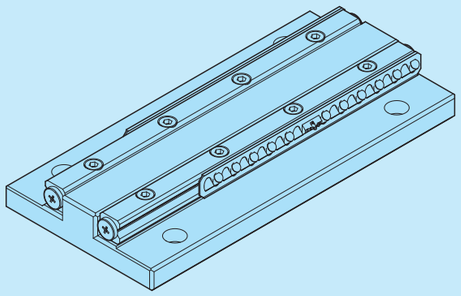

图18
❹工作台与底座的组装
- 将附带保持器的圆柱滚子安装在底座侧滑轨的行程末端处。(参照图18)